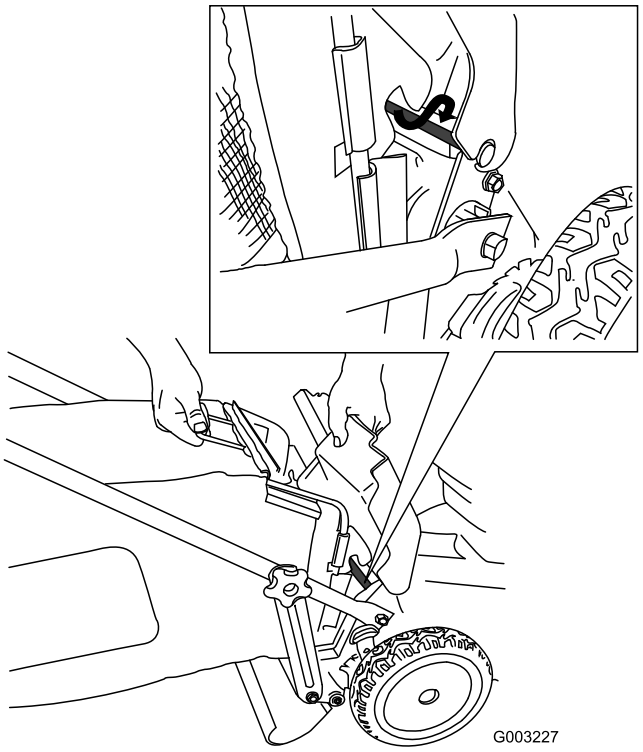

Figura 24
4. Instale la bolsa sobre la varilla de la puerta (Figura 24).